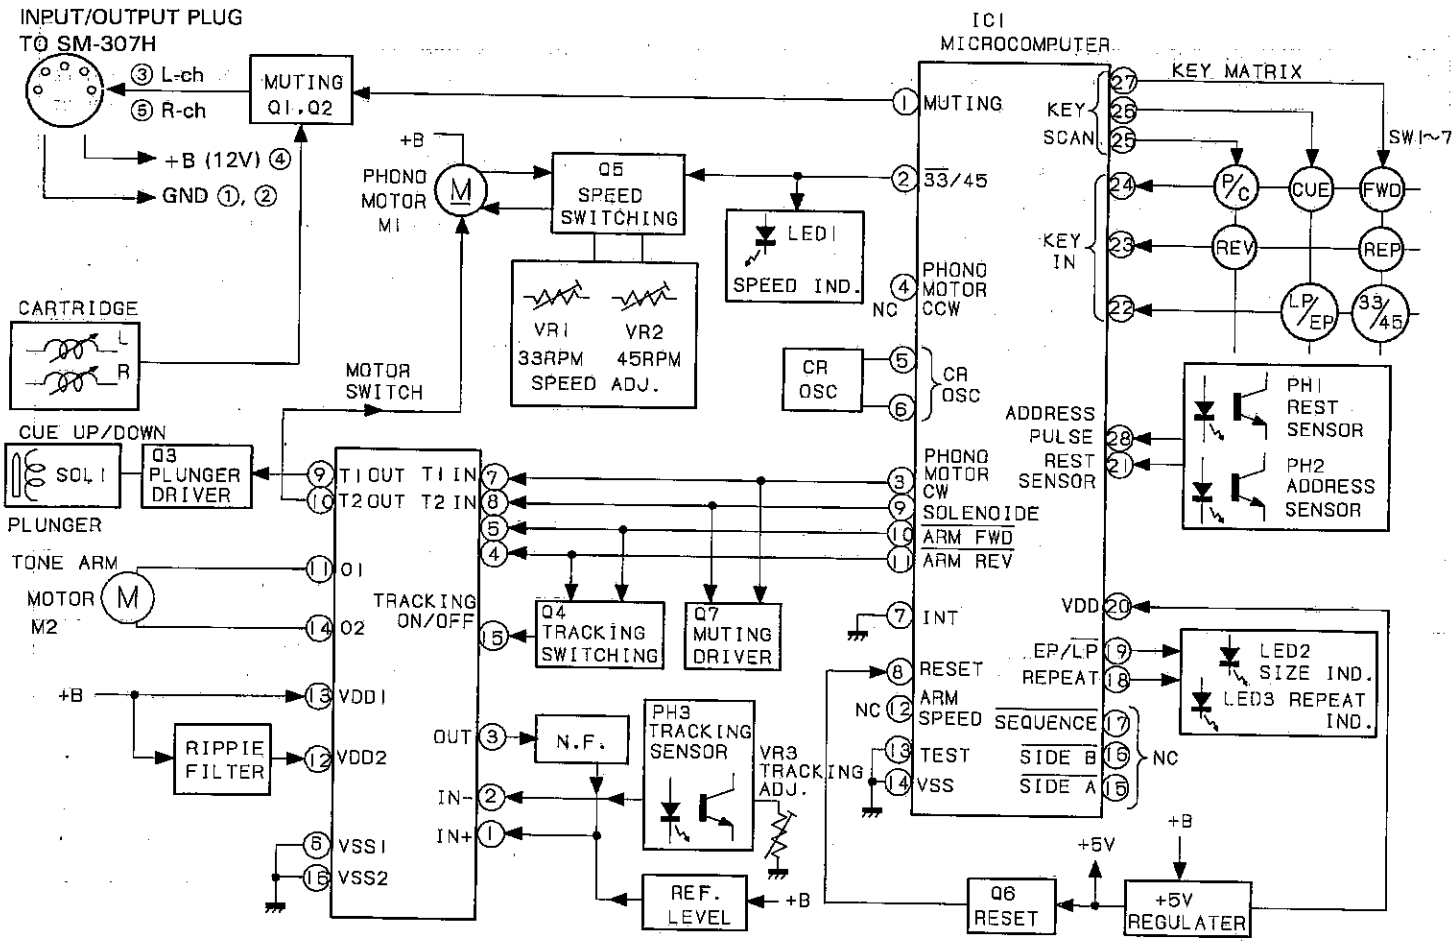

Figure 6—1 BLOCK DIAGRAM
1. Stretch the wire in the numerical order — as shown in Figure 6–2.